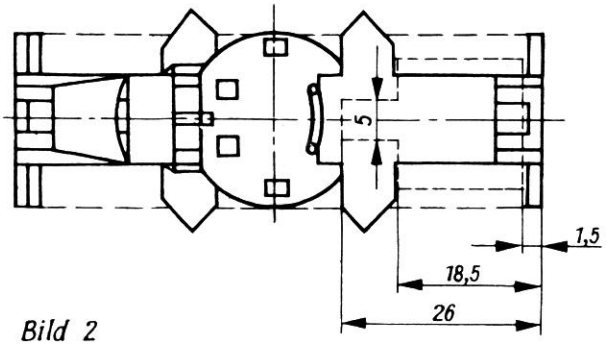
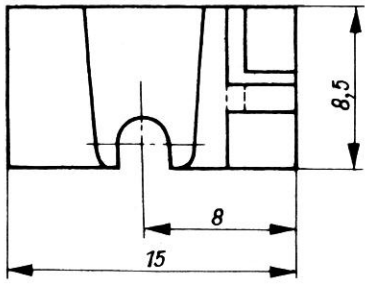
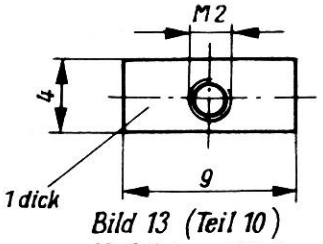
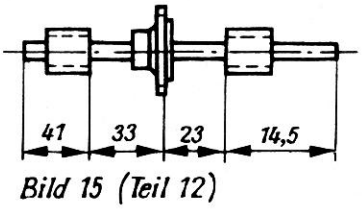

Bild 2
Bild 4 (Teil 2a)
Bild 13 (Teil 10)
Bild 15 (Teil 12)
Alle Arbeiten für das geänderte Drehgestell sind relativ einfach auszuführen. Es werden etwas Blech von 0,5 mm und 1,0 mm Dicke und einige Teile aus dem Ersatzteilhandel benötigt. Zuerst wird der Hauptrahmen des Drehgestells (Teil 1) gefertigt. Dazu besorgt man sich einen handelsüblichen Drehgestellrahmen und sägt mit einer Laubsäge entlang der kleinen Strichlinie (Bild 2) ein Teil aus dem Drehgestellrahmen heraus. Bild 3 zeigt das fertige Teil 1. Nun werden die Teile 2 bis 5 gefertigt. Die Teile 2a und 2b sind zueinander genau spiegelbildlich. Sie werden aus dem vorderen Teil eines Drehgestellrahmens herausgeschnitten. Es ist darauf zu achten, daß der Steg, der in Bild 4 mit einer kleinen Strichlinie dargestellt ist, entfernt wird, damit später eine Mutter (Teil 11) von innen her eingeführt werden kann. Diese Arbeit läßt sich leicht mit einem scharfen Messer durchführen. Die Teile 3 und 4 werden aus 0,5 mm dickem Blech und das Teil 5 aus 1 mm dickem Blech gefertigt (Bilder 5 bis 7). Bild 8 zeigt die Zusammensetzung der Teile 2 bis 5. Alle Verbindungen können mit Hilfe der Klebetechnik hergestellt werden, die in dieser Fachzeitschrift 21 (1972) H. 7, S. 206—211, ausführlich beschrieben wurde. Bevor man jedoch den Zusammenbau des hinteren Drehgestellrahmens vornimmt, werden erst mit Hilfe des Teiles 5 in das Teil 1 die zwei Bohrungen mit 1,5 mm Durchmesser eingebracht. Für diesen Arbeitsgang wird ein entsprechend dicker Nagel etwa 5 mm an der Spitze um 90° abgewinkelt und erhitzt, um die Löcher einzuschmelzen. Dabei kann das Teil 5 sehr gut als Lochschablone dienen. Die Bodenplatte für das neue Drehgestell besteht, wie auch der Rahmen, aus zwei Teilen (Teile 6 und 7). Die Bodenplatte für den Drehgestellhauptrahmen wird aus einer handelsüblichen Bodenplatte hergestellt. Sie wird auf die angegebene Länge zugeschnitten, erhält eine zusätzliche Bohrung, und einige Stege werden mit einem Messer entfernt, so daß sie die Gestalt wie im Bild 9 annimmt. Das Teil 7 wird aus einer zweiten handelsüblichen Bodenplatte nach den Angaben des Bildes 10 gefertigt. Auf dieses Teil wird dann noch das Teil 8, das aus 0,5 mm dickem Blech besteht, aufgeklebt (Bild 12). Die im Bild 13 dargestellten Teile 10 und 11 werden aus 1 mm dickem Blech gearbeitet. Teil 11 kann auch aus der handelsüblichen Mutter gefeilt werden. Die fertige Mutter (Teil 10) wird so in den Drehgestellhauptrahmen eingeleimt, daß sie mit der unteren Kante eben abschließt und daß das Gewinde der Mutter genau unter dem in Teil 6 zusätzlich eingebrachtem Loch liegt. Die Kraftübertragungselemente (Teil 12 bis 14) sind schnell und leicht zu fertigen. Die große Schneckenwelle mit Zahnrad (Teil 12) wird am einfachsten aus einer Schneckenwelle der BR 118 (HO) vom Eisenbahnmodellbau Zwickau hergestellt, indem man das Zahnrad um eine Schnecke auf der Welle verschiebt und verleimt. Diese Welle ist auf eine Länge von 41 mm zu kürzen. Es ist darauf zu achten, daß die fertige Welle den Angaben nach Bild 15 entspricht. Die kleine Schneckenwelle (Teil 13) wird aus einer Schneckenwelle der BR 120 (HO) gefertigt, und das Teil 14 besteht aus Ventilgummischlauch. Die beiden Innenlager (Teil 15) entstehen durch Aufbohren handelsüblicher Lager. Dabei ist vor dem Bohren die kleine Stahlkugel unbedingt aus dem Lager zu entfernen. Das Teil 16 ist ein unbearbeitetes handelsübliches Lager.